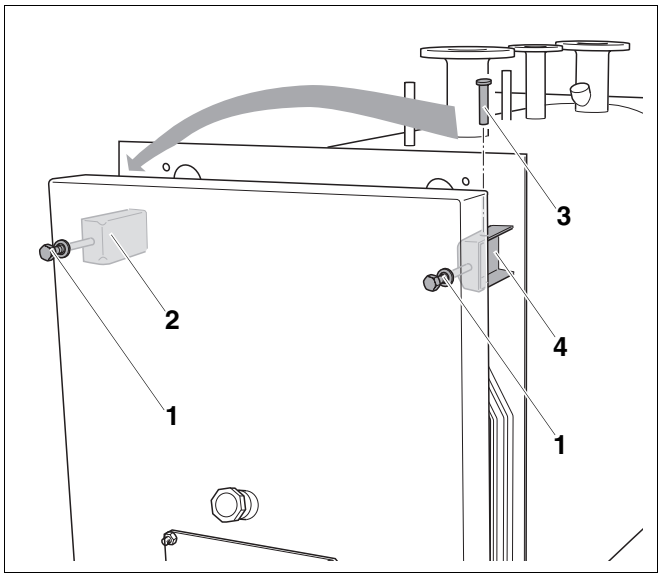

Рис. 11 Перестановка верхнего шарнира
- Ослабить болт M12 (рис. 11, **поз. 1**) верхнего правого шарнира (рис. 11, **поз. 4**) так, чтобы шарнирная ось свободно перемещалась (рис. 11, **поз. 3**).
- Вынуть ось (рис. 11, **поз. 3**) из верхнего правого шарнира (рис. 11, **поз. 4**).
- Вставить ось (рис. 11, **поз. 3**) в верхний левый шарнир (рис. 11, **поз. 2**).
- Ослабить болт M12 (рис. 11, **поз. 1**) настолько, чтобы можно было задвинуть ось (рис. 11, **поз. 3**).